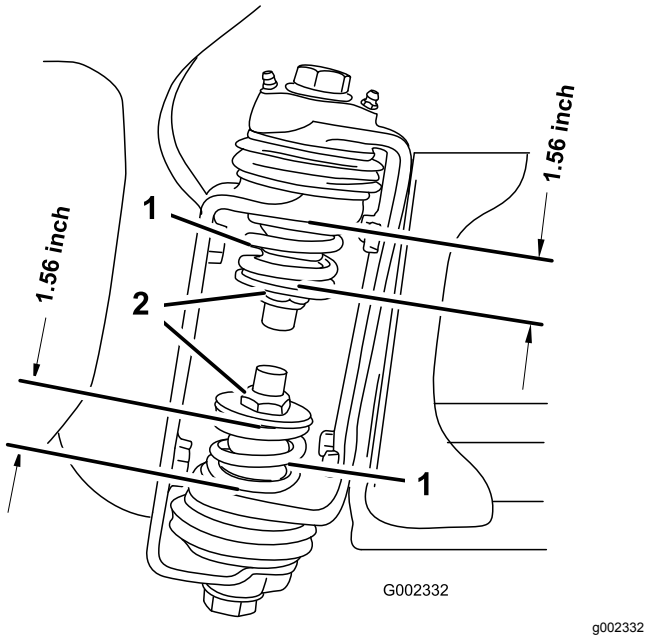

Figur 39
3. Mät trycket hos de övre och nedre fjädrarna på sprutrampsgångjärnen med sprutramperna i utfällt läge (Figur 39).